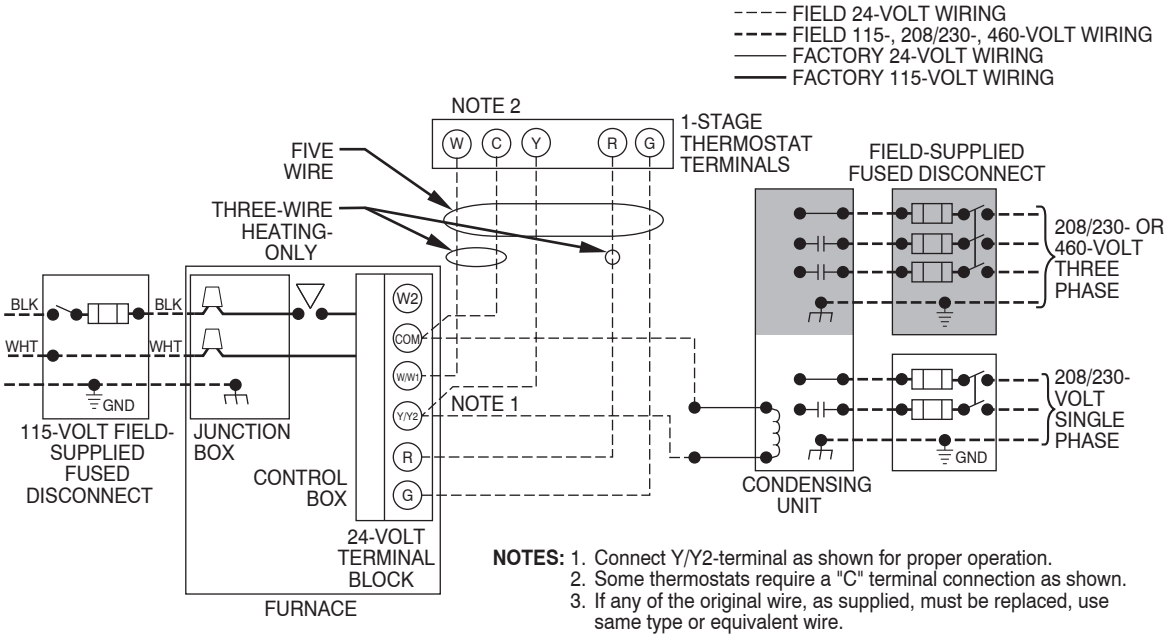

Fig. 24 - Heating and Cooling Application Wiring Diagram
See Fig. 24 for field wiring diagram showing typical field 115-v wiring. Check all factory and field electrical connections for tightness.
12. Complete electrical box wiring and installation. Connect line voltage leads as shown in Fig. 24. Use best practices (NEC in U.S. for wire bushings, strain relief, etc.)
5. Connect line voltage leads as shown in Fig. 24.
Make field 24-v connections at the 24-v terminal strip. (See Fig. 24) Connect terminal Y as shown in Fig. 45 for proper cooling operation. Use only AWG No. 18, color-coded, copper thermostat wire.